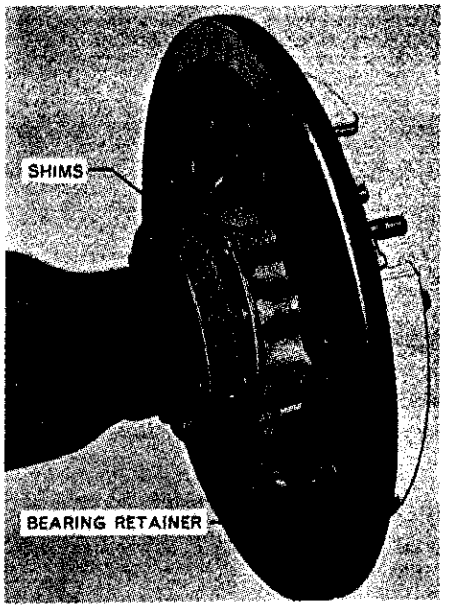

Fig. 319–Axle shaft bearings are adjusted by varying shims located between axle housing and bearing retainer.
292. OVERHAUL DIFFERENTIAL LOCK. The differential lock foot pedal pivots on an extended lower hydraulic link shaft. Pedal has renewable bushing (79—Fig. 317), be sure to align grease hole in bushing with hole in pedal. The spring loaded operating rod is renewable only as a complete assembly. The operating lever and fork shaft pivots in renewable bushings in right rear axle housing. To renew the operating shaft (71), bushings (12 and 70), fork (67) and/or pedal pivot shaft (66), remove the right axle housing as follows: Drain oil from differential and hydraulic lift compartments. Disconnect differential lock operating rod from operating lever and remove foot pedal and hydraulic lower link from pivot shaft. Block up under center housing and unbolt and remove right rear wheel and fender, then remove axle assembly from axle housing. Be careful not to lose or damage shims (see Fig. 319) located between bearing retainer axle housing. Then, unbolt and remove axle housing from center housing. Renew shaft bushings, fork and/or pedal pivot shaft as necessary. Procedure is evident from inspection of unit and reference to Fig. 317. The differential lock sliding coupling, spring and coupling adapter can also be inspected and, if necessary, renewed at this time. Note: If necessary to renew right differential carrier bearing (30—
294. **BEARING ADJUSTMENT.** The rear axle shafts are carried on one tapered roller bearing at the outer end of each shaft. The bearings are retained in their cups by contact of the inner ends of the two axle shafts in the differential assembly. The recommended axle shaft end play of 0.004-0.012 is obtained by varying the shims installed between the axle housing and axle bearing retainer as shown in Fig. 319.